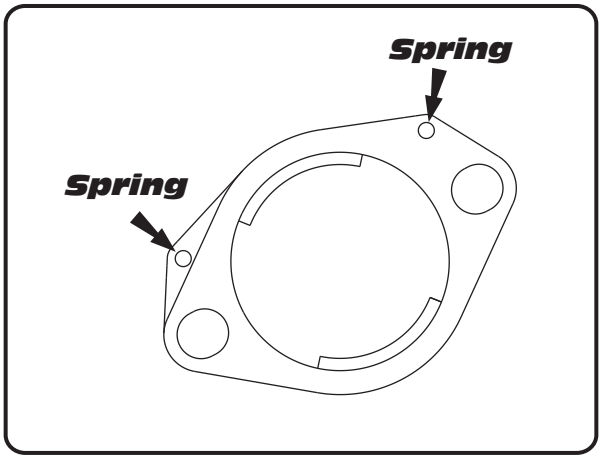

Fig. 4
4. Install Yoshimura exhaust manifold and flange using stock header fasteners (see Fig. 4 for flange orientation).